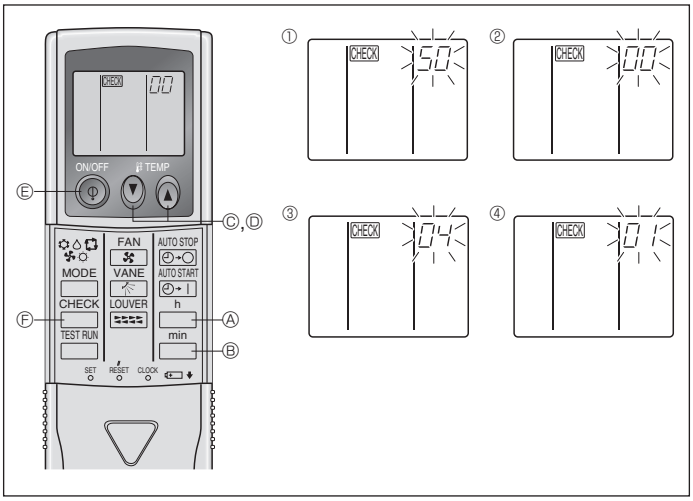

Fig. 6-15
2) Para el controlador remoto inalámbrico por infrarrojos (Fig. 6-15)